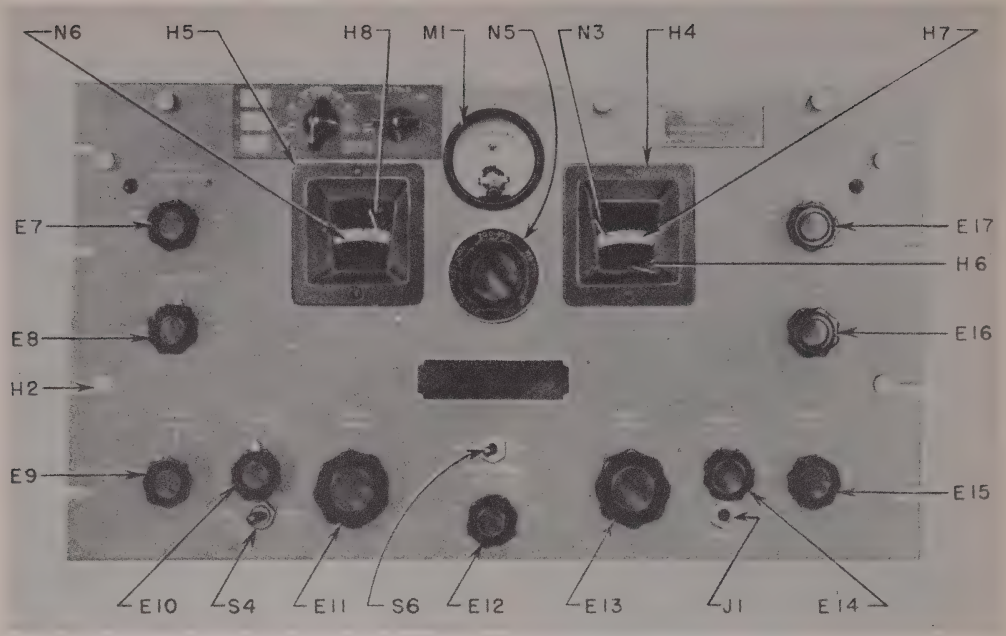
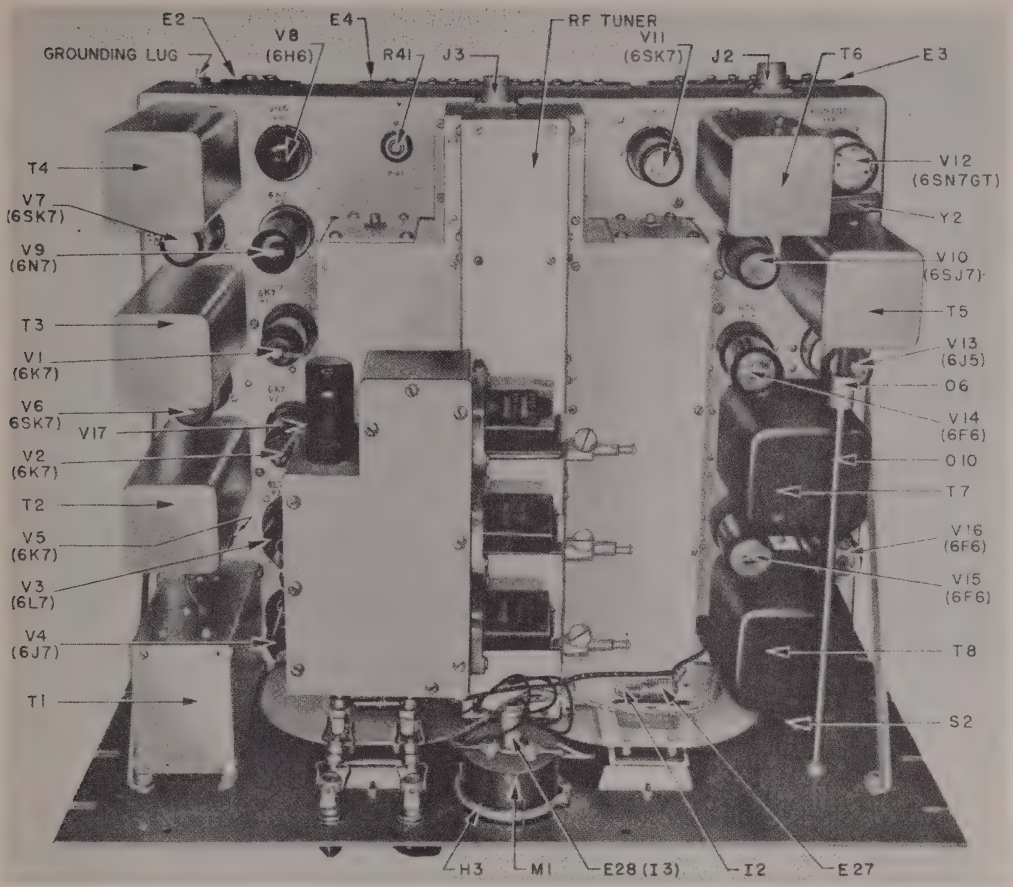

Figure 5. Radio Receiver R–270/FRR, front view.
Figure 6. Radio Receiver R–270/FRR, top rear view.
b. Radio Receivers R–270/FRR (figs. 5, 6, and 7). The circuits and mechanical arrangement of receivers A and B are identical. All operating controls are mounted on the unit front panel (fig. 5). All power, input, and output signal connections are made to the rear of the chassis (fig. 6).